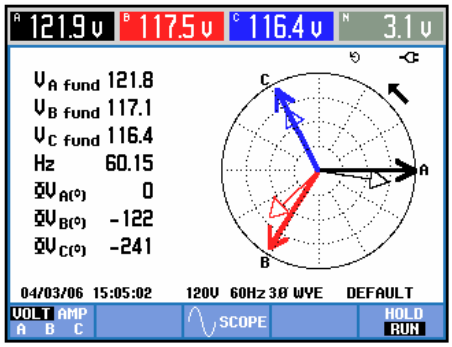

Figura 6-3. Diagrama vectorial de un analizador correctamente conectado
Las pantallas de osciloscopio y diagrama fasorial resultan útiles para comprobar si los cables de tensión y las pinzas amperimétricas están conectadas correctamente. En el diagrama vectorial, las corrientes y tensiones de fase L1 (A), L2 (B) y L3 (C) deben aparecer sucesivamente cuando se observan en el sentido de las agujas del reloj, como se muestra en el ejemplo de la Figura 6-3.